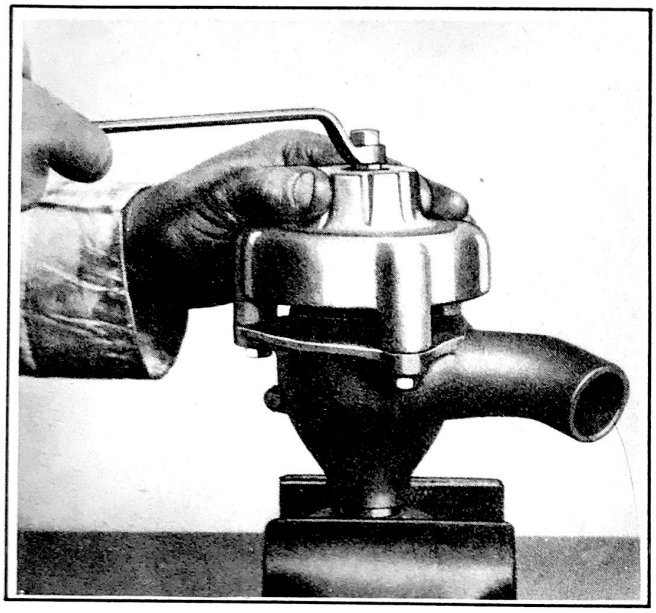

Figure 92
5. Insert the cutter (No.3) into the thumb screw (No.2) and then assemble them into the body (No.1) as illustrated in Fig. 92.